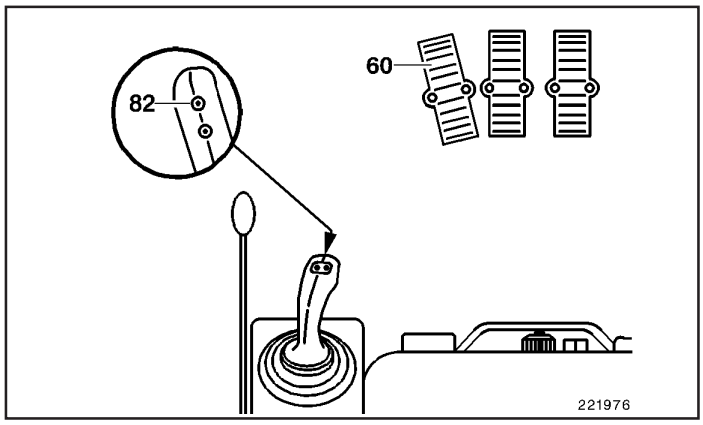

Fig.2
- Posicione o punção do martelo sobre o material e acione o martelo hidráulico com a tecla (82, Fig. 2).